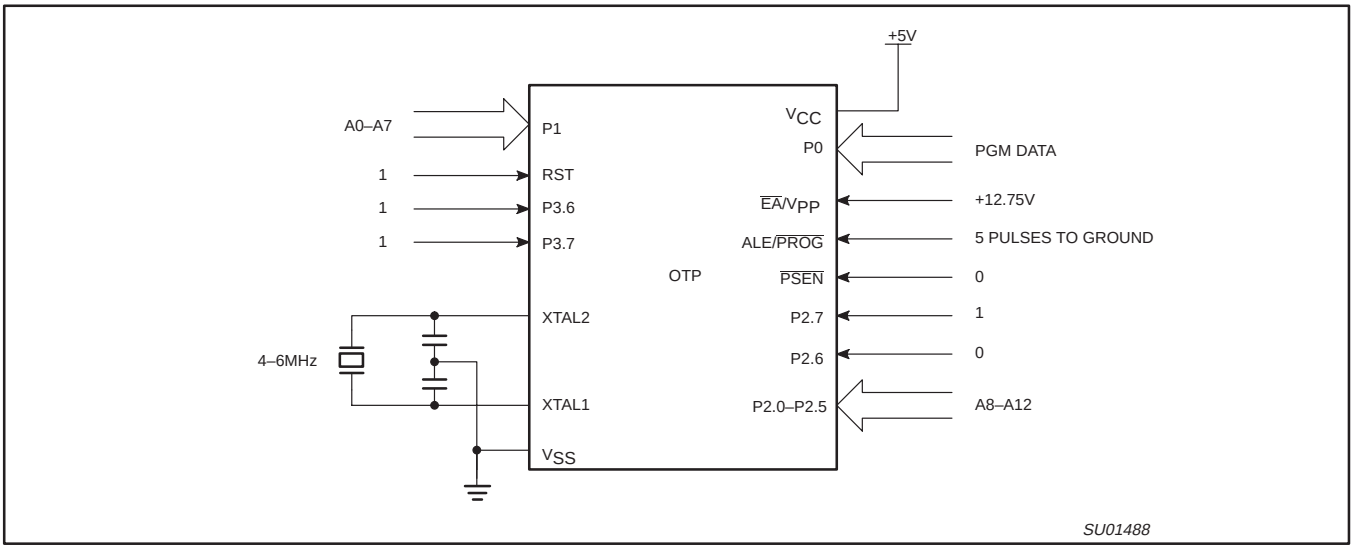
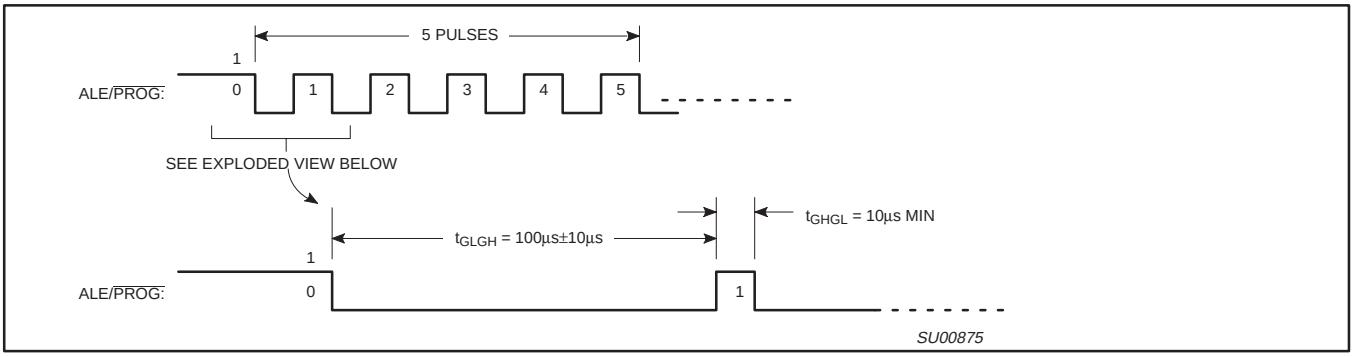
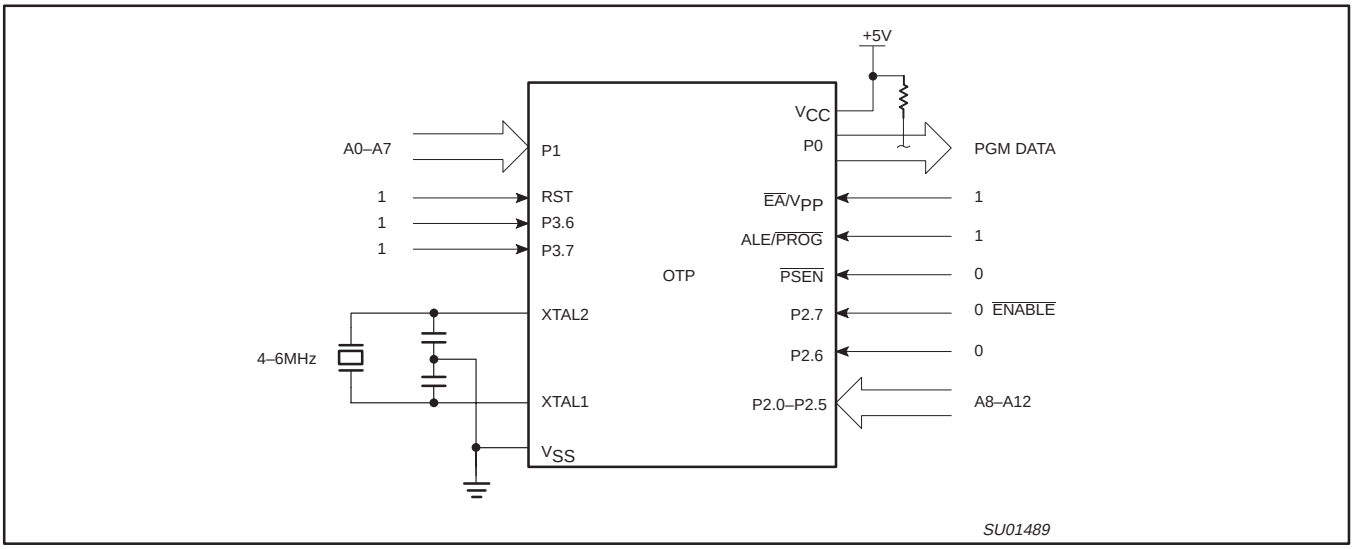

Figure 40. Programming Configuration
Figure 41. $\overline{PROG}$ Waveform
Figure 42. Program Verification
Table 9 shows the logic levels for reading the signature byte, and for programming the program memory, the encryption table, and the security bits. The circuit configuration and waveforms for quick-pulse programming are shown in Figures 40 and 41. Figure 42 shows the circuit configuration for normal program memory verification.
The setup for microcontroller quick-pulse programming is shown in Figure 40. Note that the device is running with a 4 to 6 MHz oscillator. The reason the oscillator needs to be running is that the device is executing internal address and program data transfers.
The address of the EPROM location to be programmed is applied to ports 1 and 2, as shown in Figure 40. The code byte to be programmed into that location is applied to port 0. RST, $\overline{PSEN}$ and pins of ports 2 and 3 specified in Table 9 are held at the 'Program Code Data' levels indicated in Table 9. The ALE/$\overline{PROG}$ is pulsed low 5 times as shown in Figure 41.
If security bits 2 and 3 have not been programmed, the on-chip program memory can be read out for program verification. The address of the program memory locations to be read is applied to ports 1 and 2 as shown in Figure 42. The other pins are held at the 'Verify Code Data' levels indicated in Table 9. The contents of the address location will be emitted on port 0. External pull-ups are required on port 0 for this operation.
* FOR PROGRAMMING CONFIGURATION SEE FIGURE 40.
FOR VERIFICATION CONDITIONS SEE FIGURE 42.